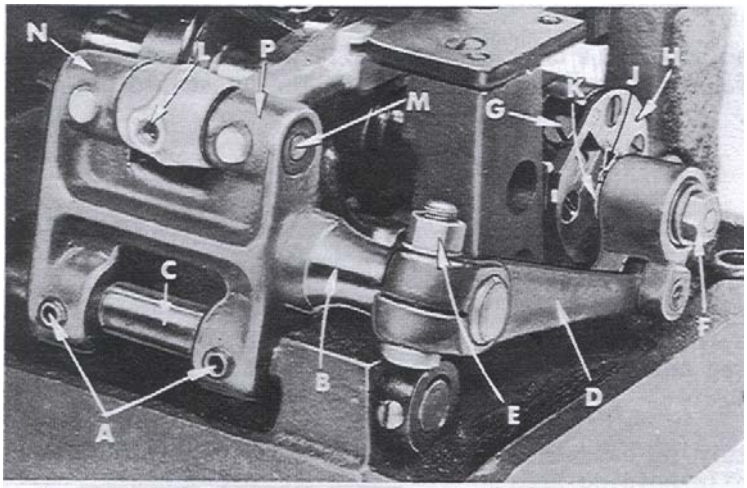

Fig. 11
Right or left adjustment can be made by loosening screws (A, Fig. 11) and slightly moving feed rocker (B) on feed rocker shaft (C) as required, then retighten screws. Check to ensure that feed rocker arm (D) does not bind after adjustment.
Zur seitlichen Einstellung lösen Sie die Schraube (A, Fig. 11) und verschieben den Transportrahmen (B) auf der Transportrahmenwelle (C), je nach Bedarf, ein wenig nach rechts oder links, dann ziehen Sie die Schrauben wieder an. Prüfen Sie, daß nach dieser Einstellung der Transportantriebsarm (D) nicht klemmt.
Forward or rearward centering of feed dog can be accomplished by loosening nut (E, Fig. 11), move feed rocker (B) as required and retighten nut.
Zum vermitteln des Transporteurs nach vorne oder hinten lösen Sie die Mutter (E, Fig. 11) und verschieben den Transportrahmen (B) entsprechend. Ziehen Sie die Mutter wieder an.
Set the stitch to required length. This is accomplished by loosening lock nut (F, Fig. 11) 1/2 turn (it has left hand thread) on the end of the stitch regulating stud and turning stitch adjusting screw (G) located under the left end of the cloth plate in the head of the main shaft (H), which is marked “L” and “S”. Turning the screw in a clockwise direction shortens the stitch (moves stitch regulation stud toward the “S”) and turning it in a counterclockwise direction lengthens the stitch (moves stitch regulator stud toward the “L”). Retighten the lock securely. To prevent destructive damage to feed drive bearing, key screw (J) must engage the “U” shaped key slot in ferrule (K).
Stellen Sie den Stich auf die gewünschte Länge ein. Dazu lösen Sie die Feststellmutter (F, Fig. 11) (sie hat Linksgewinde) am Ende des Stichstellbolzens um 1/2 Umdrehung und drehen an der Sticheinstellschraube (G), die sich unter dem linken Ende der Stoffplatte im Hauptwellenkopf (H) befindet, der mit "L" und "S" bezeichnet ist. Drehen der Schraube im Uhrzeigersinn verkürzt den Stich (der Stichstellbolzen wird zum "S" hin bewegt), drehen im Gegenuhrzeigersinn verlängert den Stich (der Stichstellerbolzen wird zum "L" hin bewegt). Ziehen Sie die Feststellmutter wieder gut an. Damit das Transportantriebsgelenk nicht zerstört wird, muß die Mitnehmerschraube (J) in den "U"-förmigen Ausschnitt der Hülse (K) eingreifen.